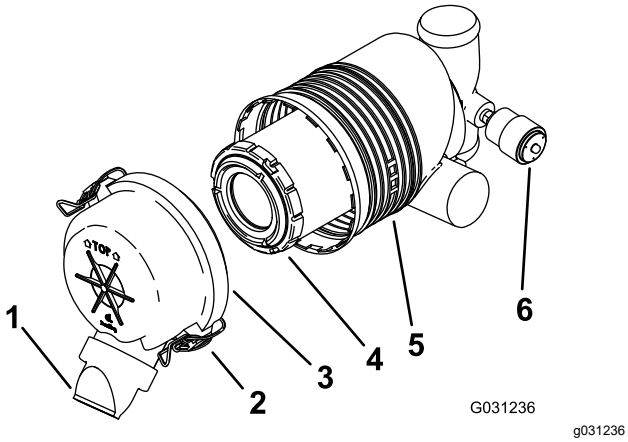

Rysunek 41
Ważne: **Filtr powietrza wymieniaj tylko wtedy, gdy wskaźnik serwisowy wskazuje kolor czerwony (Rysunek 41). Zbyt wczesna wymiana filtra powietrza może jedynie zwiększyć ryzyko wprowadzenia zanieczyszczeń do silnika po zdjęciu filtra.**
5. Zwolnij zatrzaski znajdujące się na filtrze powietrza i zdejmij pokrywę filtra powietrza z obudowy filtra (Rysunek 41).
- Jeżeli wskaźnik serwisowy jest przezroczysty, zamontuj pokrywę filtra powietrza wraz z osłoną przeciwpyłową, skierowaną w dół i zamocuj zatrzaski (Rysunek 41).
1. Delikatnie wysuń filtr powietrza z obudowy (Rysunek 41).
3. Ostrożnie zamontuj filtr (Rysunek 41).
4. Zamontuj pokrywę filtra powietrza wraz z osłoną przeciwpyłową skierowaną w dół i zamocuj zatrzaski (Rysunek 41).